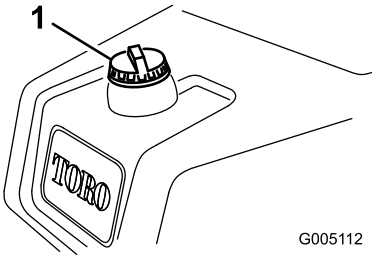

**Figur 23**
1. Rengjør rundt og ta av lokket på drivstofftanken (Figur 23).